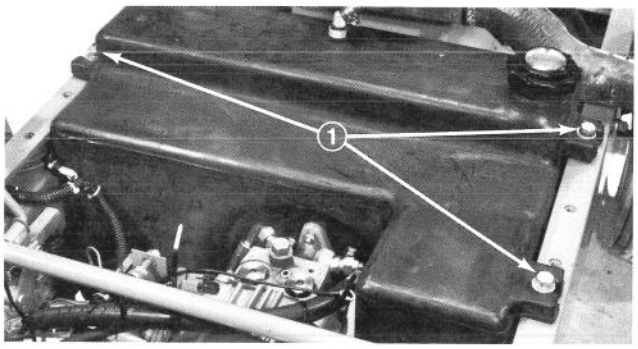

Figure 3
E. Remove capscrews, lockwashers and flatwashers securing fuel tank to top of frame (Fig. 3). However, do not lift fuel tank out of chassis at this time.